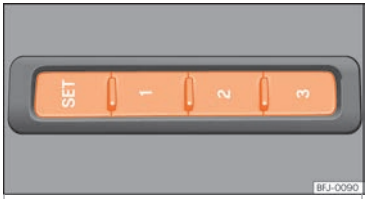

Fig. 146 Nella parte laterale esterna del sedile del conducente: tasti Memory.
- Premere il tasto SET per più di 1 secondo ››› fig. 146.
• Tenere premuto il tasto SET ››› fig. 146.